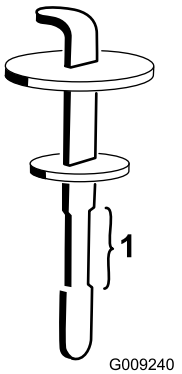

Figuur 133
5. Verwijder de peilstok uit de vulbuis en veeg deze af met een schone doek. Steek de peilstok in de vulbuis, haal hem er vervolgens weer uit en controleer het vloeistofpeil (Figuur 133).